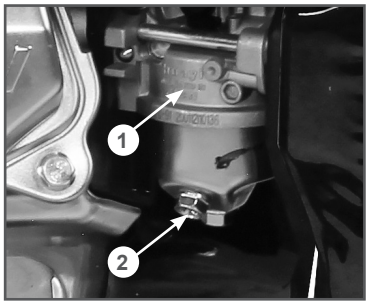

Рис. 25 Слив топлива из карбюратора
3. Открутите болт 2 на карбюраторе 1 (Рис. 25) и слейте топливо из поплавковой камеры в подготовленную для этого емкость.